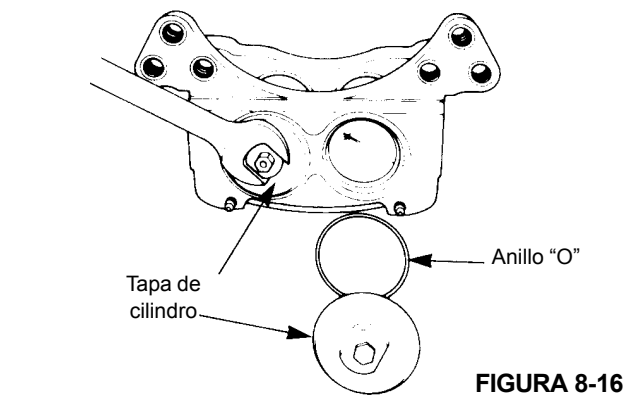

FIGURA 8-16
7. Retire las tapas del cilindro de la caja usando una llave de tuercas de boca. Retire y bote los anillos “O” Figura 8-16.